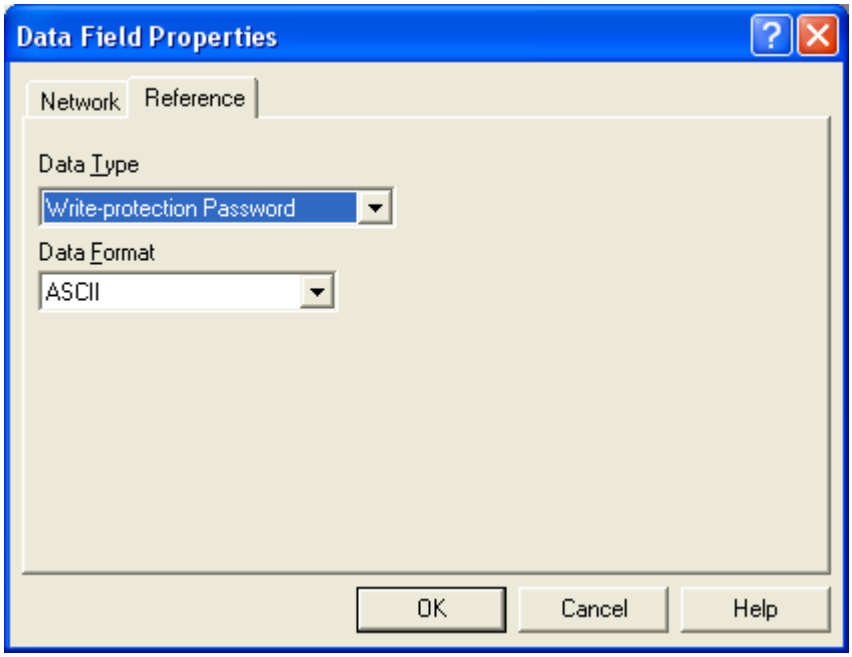

Figure 3
6) The value of "Write protection password" shows the value of the security password defined in the INI file at the section [WRITEprotection]. The SMS driver will accept incoming commands write commands only if prefixed with the correct password. Write sessions must always be password protected. The default password is specified in the ini file, while it can be changed run time editing a special field programmable on the Designer project. The write protection password filed is of ASCII type as shown in Figure 3. Password changed at run time are stored in battery-backed RAM memory; the changes to the password object can not be stored at power cycle if the panel does not have the battery or if the battery is empty.